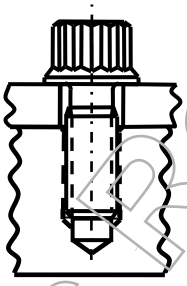

FIGURE 6 – BOLTS IN THREADED HOLES
d) Bolts assembled into threaded holes (see Figure 6)